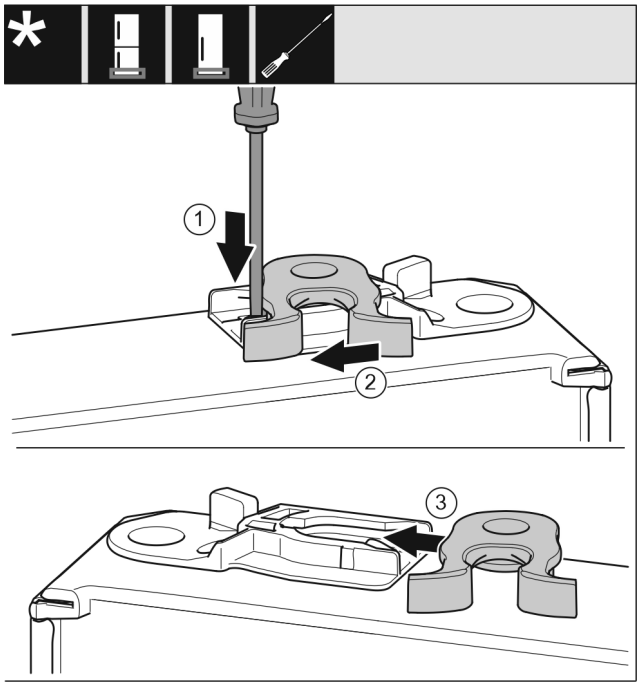

Fig. 18
- ▶ Apăsați în jos eclisa *Fig. 18 (1)* cu șurubelnița plată.
- ▶ Trageți cârligul de închidere *Fig. 18 (2)* din ghidaj.
- ▶ Împingeți pe partea opusă cârligul de închidere *Fig. 18 (3)* în ghidaj.